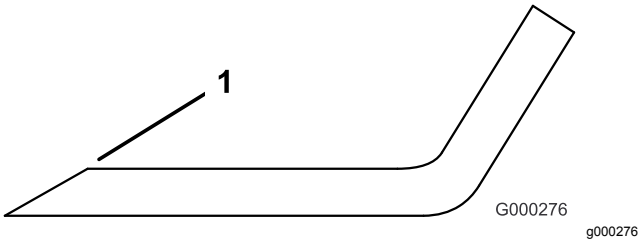

Figur 84
1. Bruk en fil til å slipe eggen i begge ender av kniven (Figur 84).